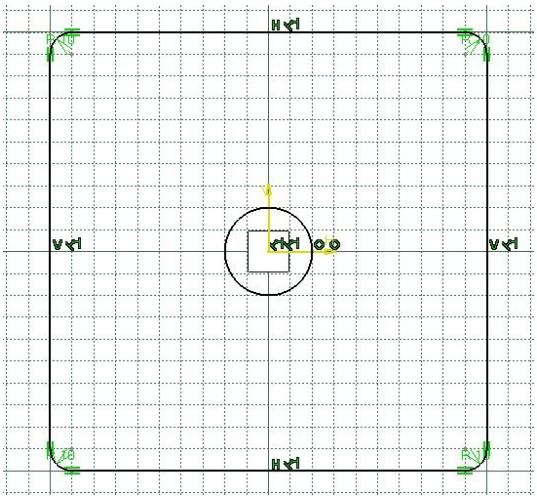

Figure 3-46 *The sketch after drawing the circle*
c. Draw the inner loop of the sketch using the **Circle**, **Elongated Hole**, and **Cylindrical Elongated Hole** tools, refer to Figures 3-46 through 3-48.
2. Move the cursor horizontally toward the right and click to specify a point on the circle when the value of the radius is displayed as **20** in the **R** edit box. The sketch, after drawing the circle, is shown in Figure 3-46.